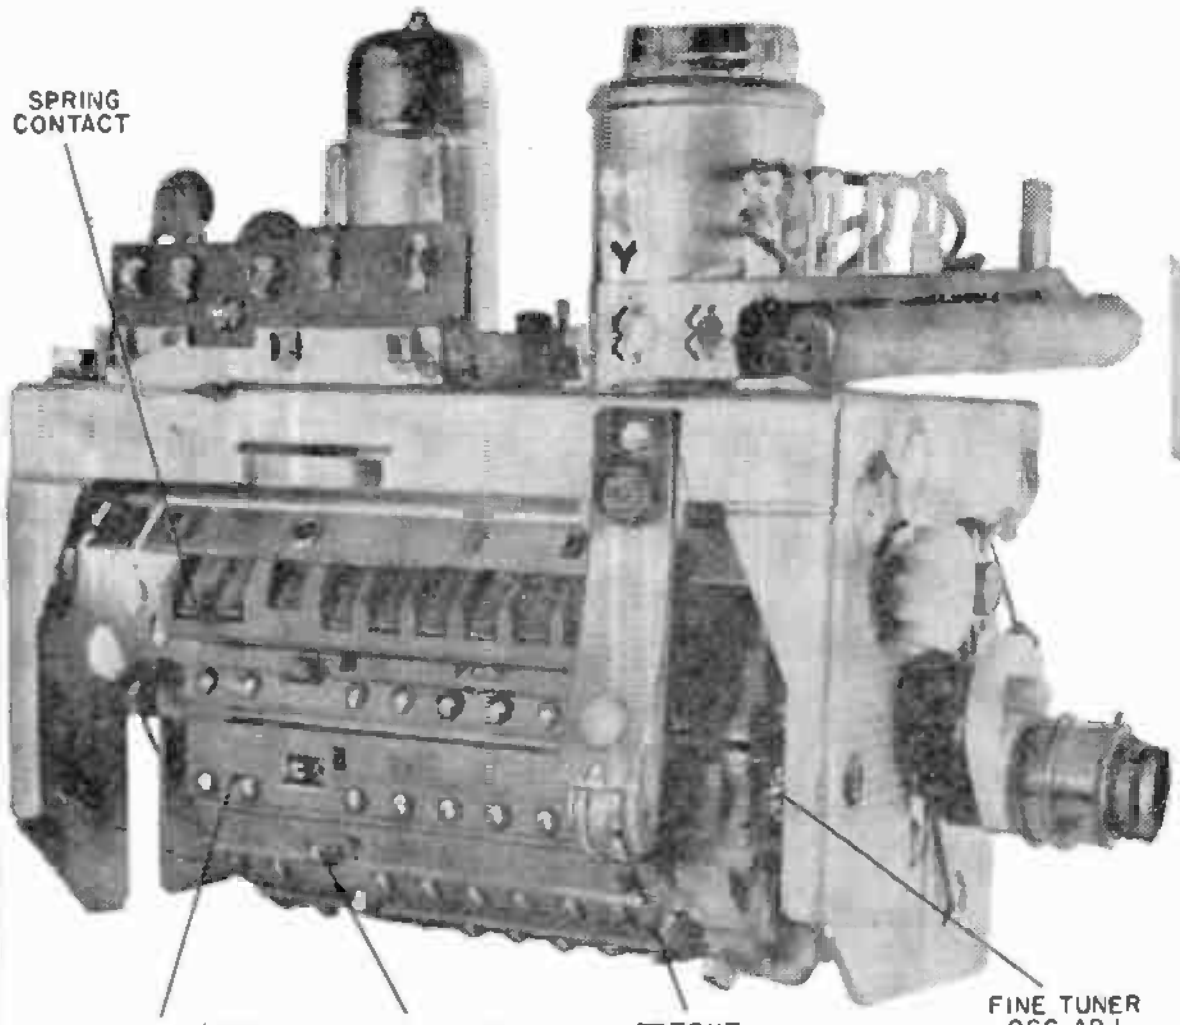
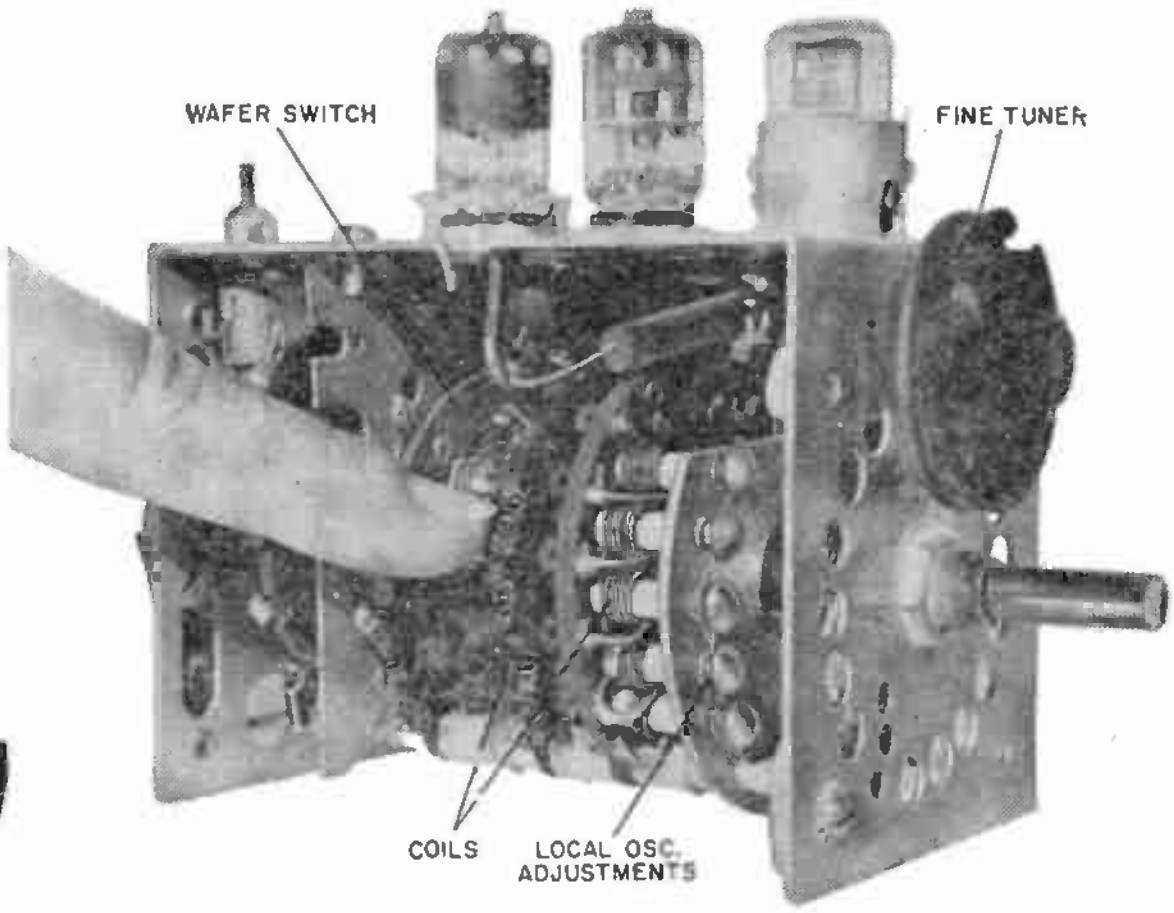

Fig. 1. Exposed turret tuner contacts are easy to clean. The detent should work easily and in a positive manner.
Fig. 2. Touch these coils only at the risk of detuning the channels. Cleaning the wafer-switch contacts presents a challenge, but it can be done.
By placing a relatively large capacitor in Q1's base circuit (see Fig. 1), and a charging path from a battery through the relay contacts and a couple of current-limiting resistors, the circuit can be made to free-run by the charge and discharge of the capacitor, enabling Q1 and Q2 to change state at a predetermined interval. The rate at which the transistors change state is established by the charge and discharge rate of the capacitor; and this, in turn, is a function of the resistor values chosen. It can be seen that if a potentiometer is substituted for at least one of the resistors, the charging time can be varied at will.
**How It Works.** The circuit (Fig. 1) combines two separate functions: it is an r.f. amplifier that generates the reduced carrier signal; and a switching circuit that operates the T-R change-over relay. When the transceiver is in the receive position, relay *K1* simply connects the antenna directly to the receiver, bypassing the amplifier circuit. When the transmitter is keyed, however, the r.f. voltage present at *J1* is sufficient to force diodes *D1* and *D2* into conduction, applying a positive voltage to the SCR gate. This, in turn, switches on SCR1 to operate the relay.
Fig. 1. Schematic diagram of the complete "Mule Box" showing T-R change-over relay K1 in receive position, and OPERATE-STANDBY switch S2 in STANDBY. With S2 set to OPERATE, the transmitter's output appearing at J1 is switched to the grid of V1 while the plate is switched to the CB antenna.
Mount the transformer on the main chassis by first removing the four mounting screws holding the transformer together, and reinserting them from the opposite ends of the holes. Then secure the transformer upside-down in its place with wires visible from the top. The four rectifiers go on a terminal strip situated between the transformer and front panel. Follow the schematic (Fig. 1) for proper
**Types Of Tuners.** Disregarding the electrical characteristics, but considering the mechanical aspects, there are basically two types of tuners in general use that have a large number of contacts. The turret-type tuner (Fig. 1) takes the prize for the largest number of contacts. The wafer-switch type (Fig. 2) has more hidden nooks than you can shake a cleaning cloth at.
**How It Works.** The signal from an antenna connected to *TS1* (see Fig. 1) is coupled to the base of *Q1*. Transistor *Q1* serves both as an amplifier and as a mixer. The slug in *L1* broadly tunes the input circuit for resonance at any frequency between 3.5 and 4.0 MHz; it protrudes through the front of the cabinet and is labeled *RF Gain.*